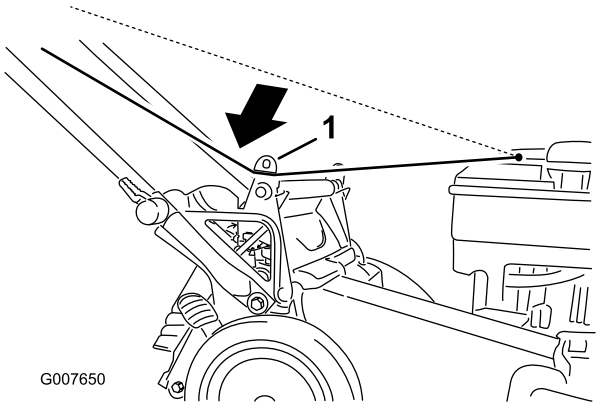

**Figura 22**
1. Avvolgete il cavo di avviamento attorno al guidacavo inferiore (Figura 22).